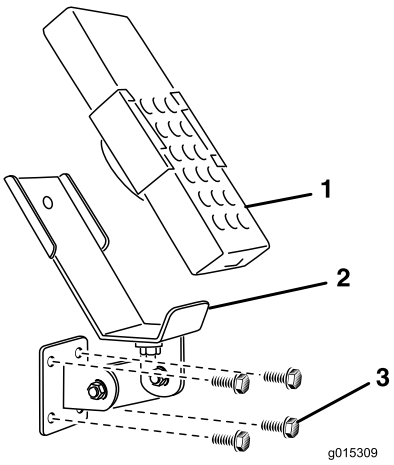
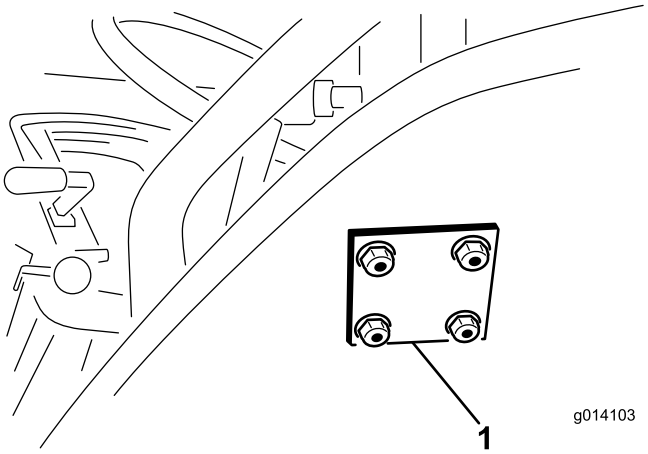

Figur 12
Figur 13
3. Använd bromslamellen som mall och placera, markera och borra (4) 11/32 tumshål i bogserfordonets monteringsyta.
4. Sätt fast monteringsfästet och bromslamellen med (4) 5/16 x 1–1/2 tums huvudskruvar med fläns och låsmuttrar med fläns (Figur 12 och Figur 13).